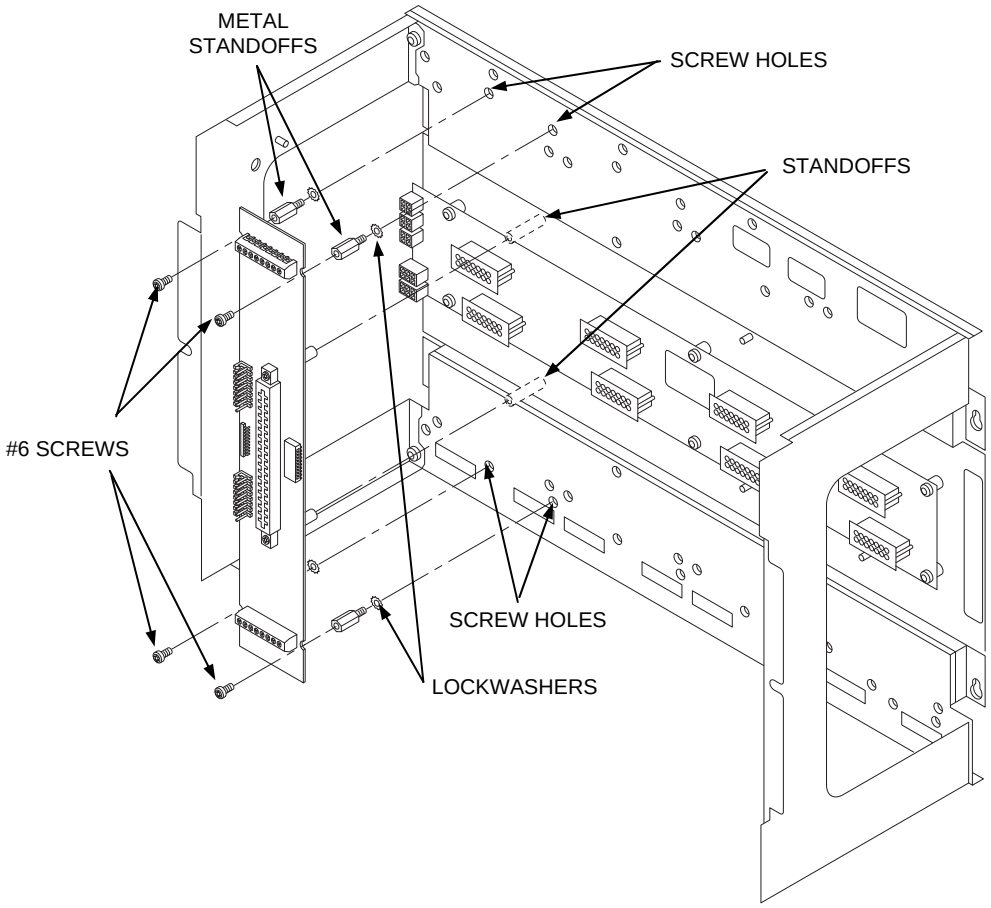

Figure 8. Installing the Motherboard in a 4100U/4100ES Expansion Bay
4. Secure the motherboard to the standoffs using six #6 torx screws as shown in Figure 8.